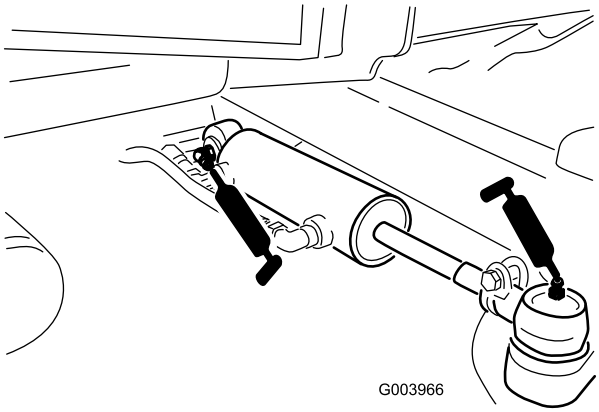

Figura 50
- Rótulas del cilindro de dirección (2) (Figura 50)